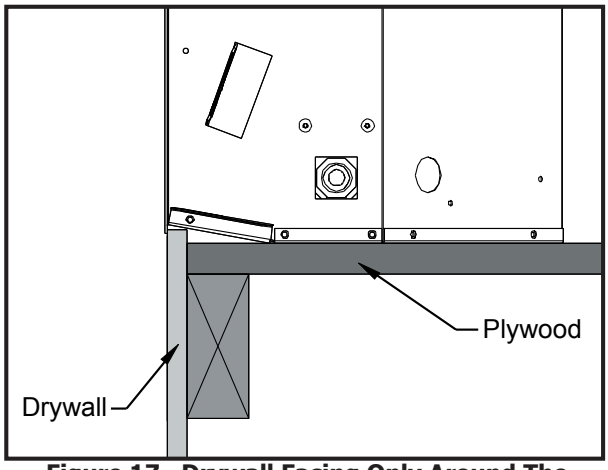

Figure 17. Drywall Facing Only Around The Haven.
Any of the four (4) different haven faces will allow for up to a 1" (25mm) thick finishing wall (example drywall and tile); see Figure 17 & 18. The wall may be finished up to the fireplace standoffs with combustible materials. This facing style should tuck under the at the bottom of the front to conceal the top of the facing and the bottom of the Haven.